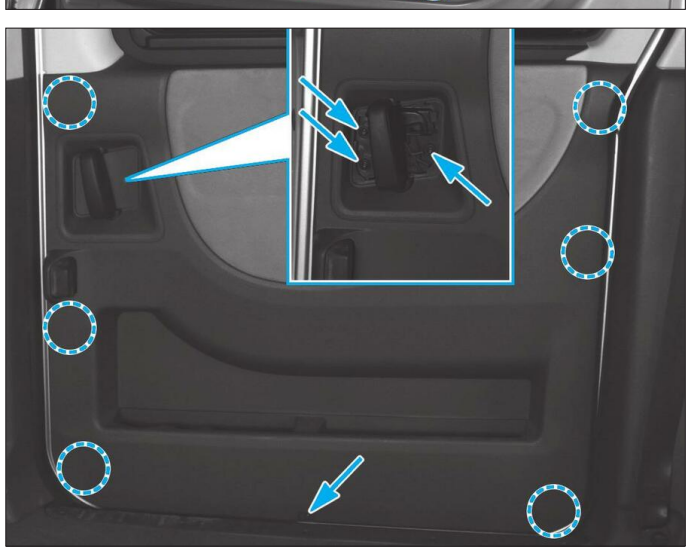

**Fig. 35**
• Déposer les vis puis dégrafer la garniture inférieure **(Fig.35)**.